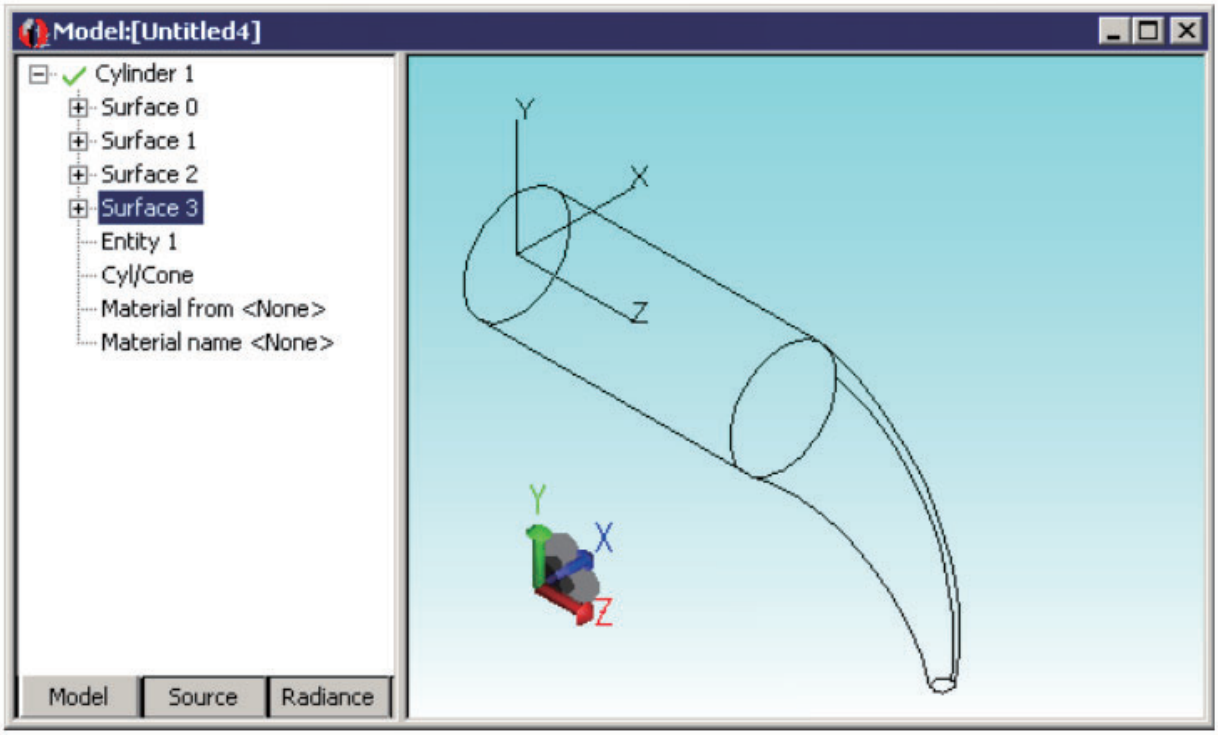

FIGURE 9.37 - The Result of the Values in the Dialog Box
10. 「旋回」をクリックします。図 9.37 に示すように、面が回転してテーパーが付きます。